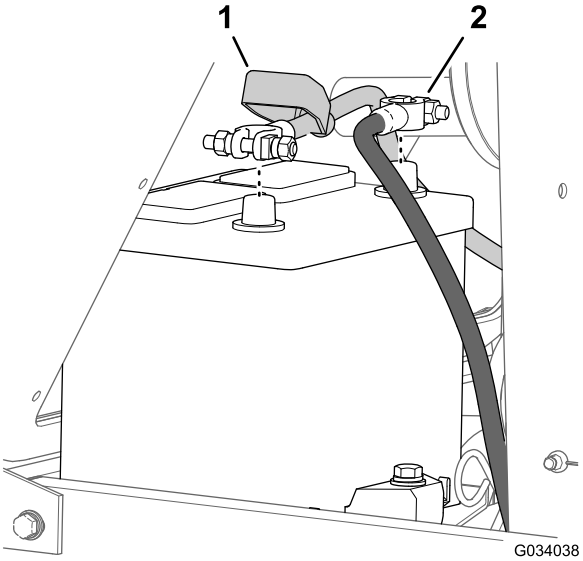

Figuur 56
2. Maak de minkabel (-) los van de accupool (Figuur 56).
3. Schuif de isolerende kap weg van de kabelklem (Figuur 56).
4. Maak de pluskabel (+) los van de accupool (Figuur 56).
7. Sluit de kabels aan, de pluskabel (+) op de pluspool van de accu (Figuur 56).
8. Sluit de minkabel aan op de minpool van de accu (Figuur 56).